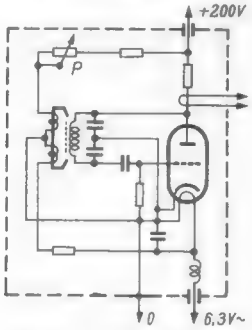
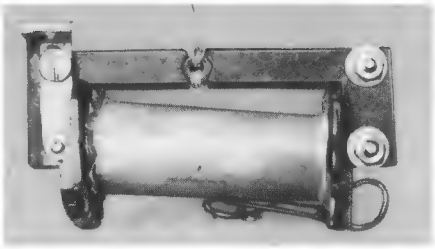

Bild 19. Schaltung eines einfachen, auf den örtlichen Fernsehkanal fest abgestimmten Wobblers
Bild 20. Beispiel eines Magnetvariometers für den Wobbler nach Bild 19
Wer einen nicht wobbelbaren Meßsender besitzt, mit dem alle Abgleicharbeiten durchgeführt werden können, dem mag mit einem einfachen Wobbel-Hilfsgerät nach *Bild 19* gedient sein. Es ist fest auf die örtliche Kanalfrequenz eingestellt und dient allein der Kontrolle der Gesamtdurchlaßkurve von Fernsehempfängern. Das Variometer kann klein ausgeführt werden, weil es nur eine Spule enthält. Als Beispiel möge *Bild 20* gelten. Hierzu wurde ein alter Mikrofonübertrager benutzt, bei dem nicht einmal die Wicklungen geändert wurden. Für die höherfrequenten Kanäle hat sich für die Hf-Spule das Ferritmaterial Ferroxplana 1 Z 2 von Valvo als vorzüglich geeignet erwiesen. Es ist speziell für das Frequenzgebiet von 100 bis 200 MHz gedacht und weist dort geringe Verluste auf. Diese geringeren Verluste müssen zwar mit kleineren Permeabilitätswerten erkauft werden, das spielt jedoch keine Rolle, weil der relative Frequenzhub bei den hohen Frequenzen von Bereich III äußerst klein ist. Das ganze Gerät kann so klein und leicht gebaut werden, daß es als Ansteckkasten ausgeführt werden kann, der direkt von den Antennenbuchsen gehalten wird. Dabei lassen sich
u. U. die Betriebsspannungen direkt aus dem Prüfobjekt entnehmen, wenn man die Röhrenheizung des Prüfgerätes in das masseseitige Ende des Empfängerheizkreises einschleift. Zum Frequenzfeinabgleich (bei unterschiedlichen Anodenspannungen) dient das Potentiometer P in Bild 19 und für eine feste Vorspannung des Empfängers sorgt eine 4,5-V-Batterie mit angelötetem Spannungsteiler.